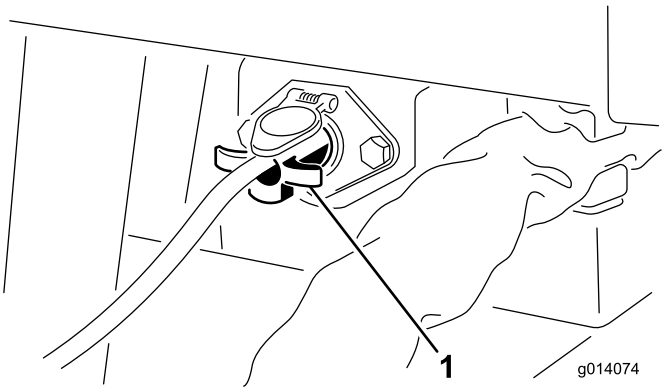

**Figur 9**
4. På SH-modeller ansluts av-/på-kontrollbrytaren (änden med fyra stift) till uttaget i det främre vänstra hörnet av maskinen (Figur 9).